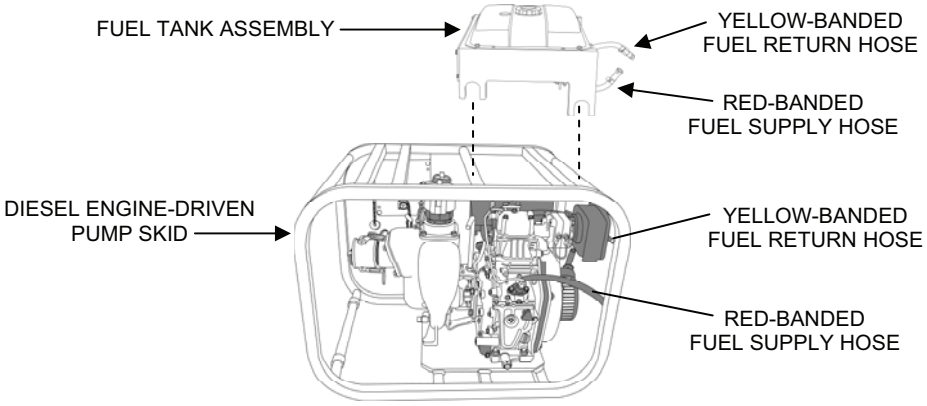

Figure 2. Diesel-Driven Pump Fuel Tank Installation.
e. Install the fuel tank on Diesel-Driven Pump Skid P-1 as follows (Figure 2):
c. If Diesel-Driven Pump P-1 is used, place an absorbent pad under it for environmental protection in the event of a fuel spill and install the fuel tank as follows (Figure 2):